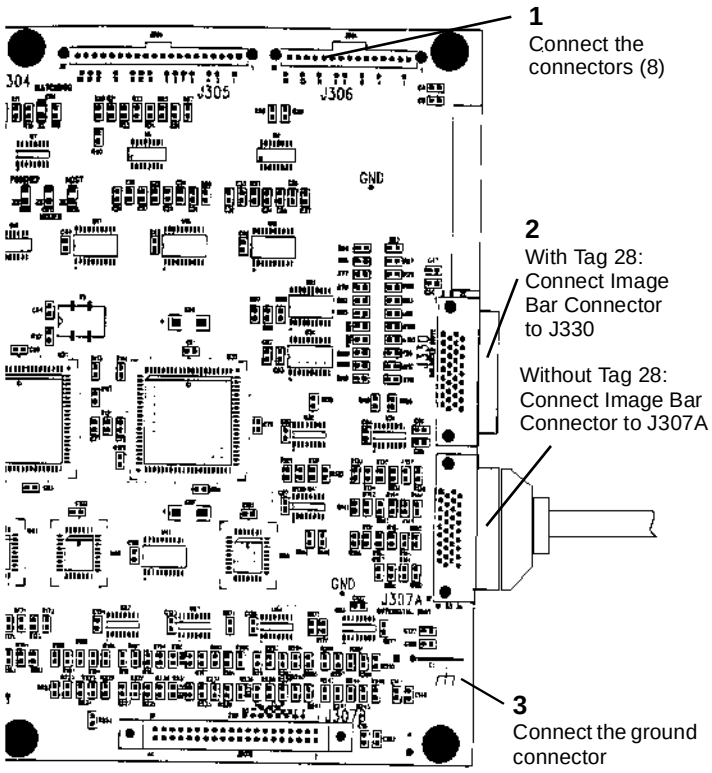

**Figure 5 Connecting P307A to new Main PWB**
9. (Figure 5): Connect the connectors: